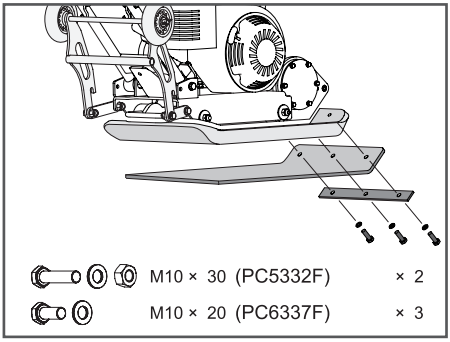

Рис. 8 Установка резинового коврика
1. Совместите отверстия в рабочей плите 1, коврике 2 и крепежной пластине 3 и закрепите коврик на рабочей плите с помощью крепежа, как показано на Рис. 8.